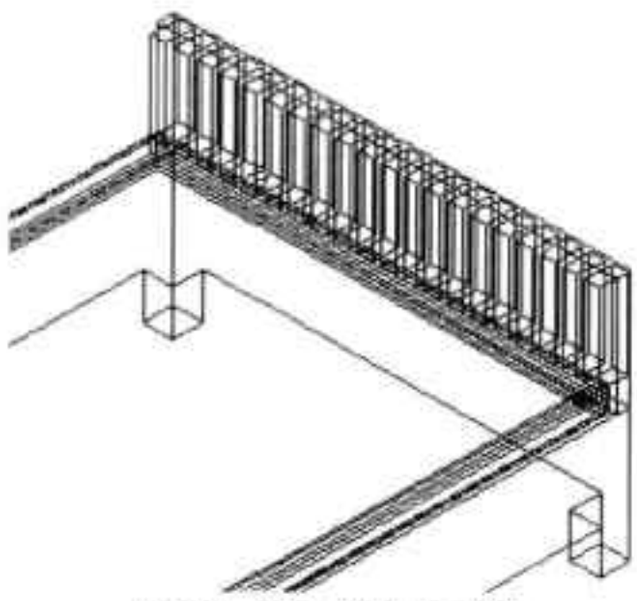

图14-66 阵列长方体
Step13 执行“矩形阵列”命令，对长方体进行阵列，如图 14-66 所示。